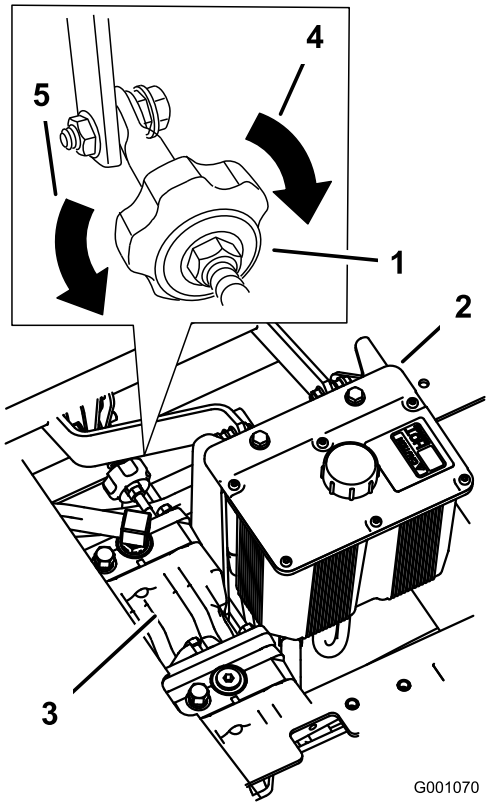

Figur 65
2. Juster pumpestangens længde ved at dreje knappen i den rigtige retning, indtil hjulet står stille eller kryber en smule i bakgear (Figur 65).